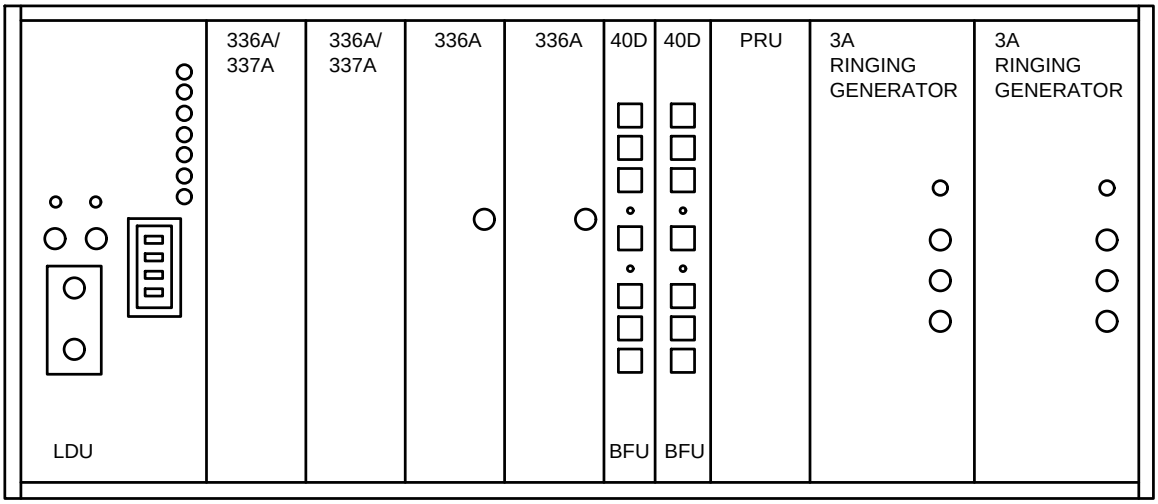

**Figure 2 – Power Shelf**
3. Insert one **336A RECTIFIER** into first vacant **RECT** slot (counting right to left) in power shelf (Figure 2).